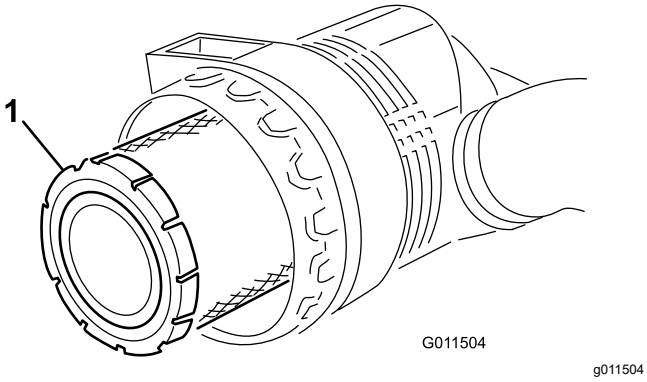

Figur 86
5. Afmonter og udskift primærfilteret (Figur 86).